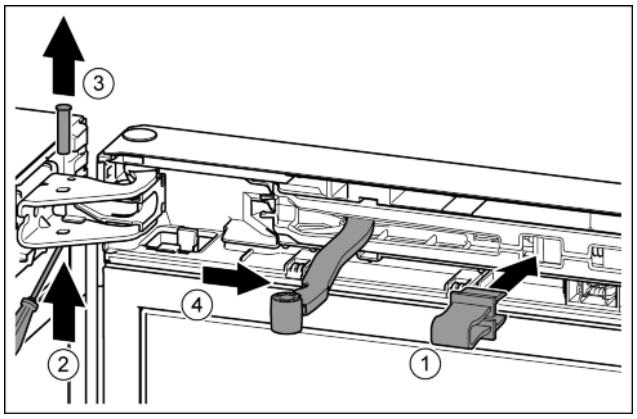

Fig. 10
▶ Зафиксировать предохранитель в отверстии. *Fig. 10 (1)*
▶ Выкрутить палец при помощи отвертки. *Fig. 10 (2)*
▶ Извлечь палец движением вверх. *Fig. 10 (3)*
▶ Повернуть шарнир в направлении двери. *Fig. 10 (4)*